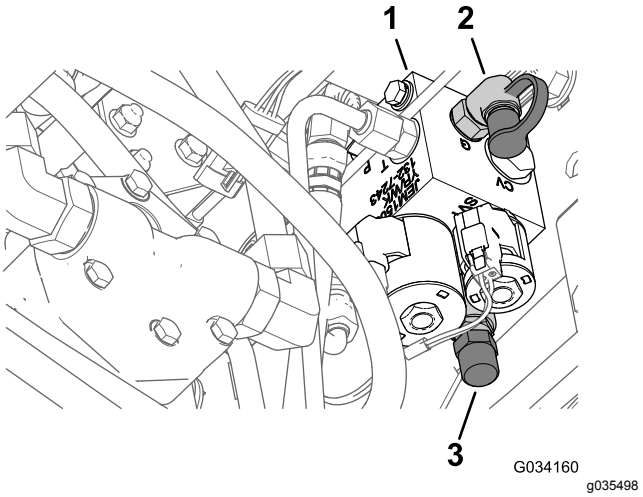

Figur 14
3. Koble en trykkmåler til teståpningen bak venstre løftemanifold (Figur 14).
4. Foran på løftemanifolden fjerner du hetten fra vektoverføringsspolen (Figur 14).
5. Løsne låsemutteren nederst på vektoverførings-spolen (Figur 14).